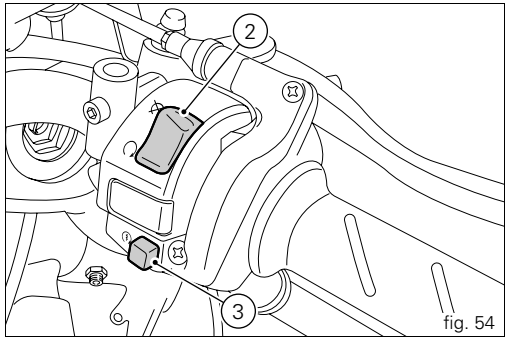

fig. 54
2) Make sure that the stop switch (2, fig. 54) is in the RUN position, then press the starter button (3, fig. 54).